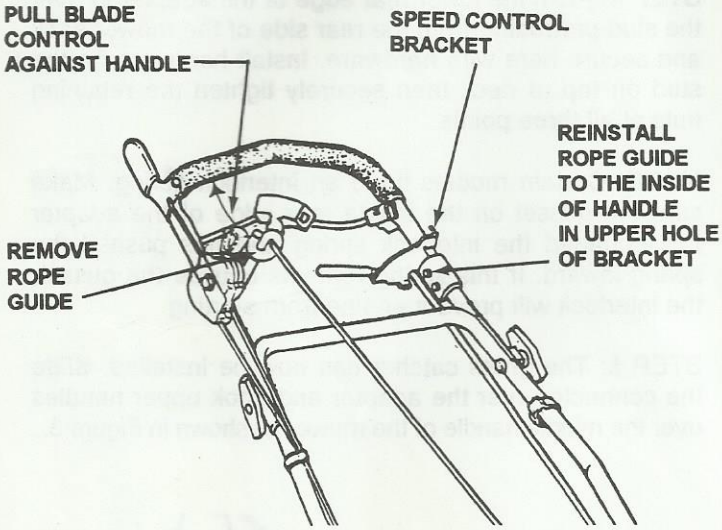

FIGURE 4
STEP 8: Remove the upper bolt, nut and washer from the speed control bracket. Install rope guide onto the inside of upper handles. Secure guide onto the speed control bracket using bolt, washer and nut. Tighten bolts and nuts securely. See Figure 4.